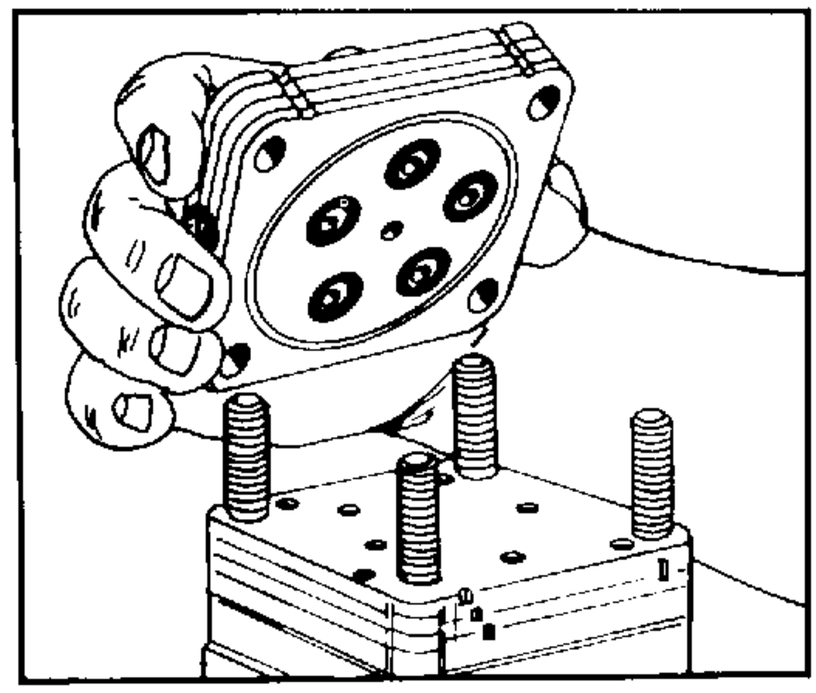

FIGURE 6.
4. Grasp the port covr (2) assembly (four plates bonded together) and lift it from the unit. Discard the four or five O-rings (4) and seal ring (3). See figure 6.